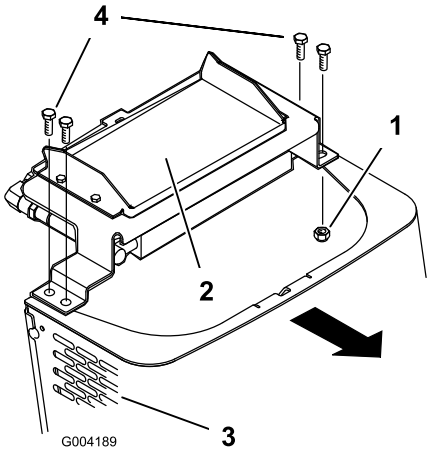

Figuur 31
6. Verwijder de borstbouten en moeren waarmee de oliekoeler aan de bovenzijde van het voorscherm is bevestigd (Figuur 31).